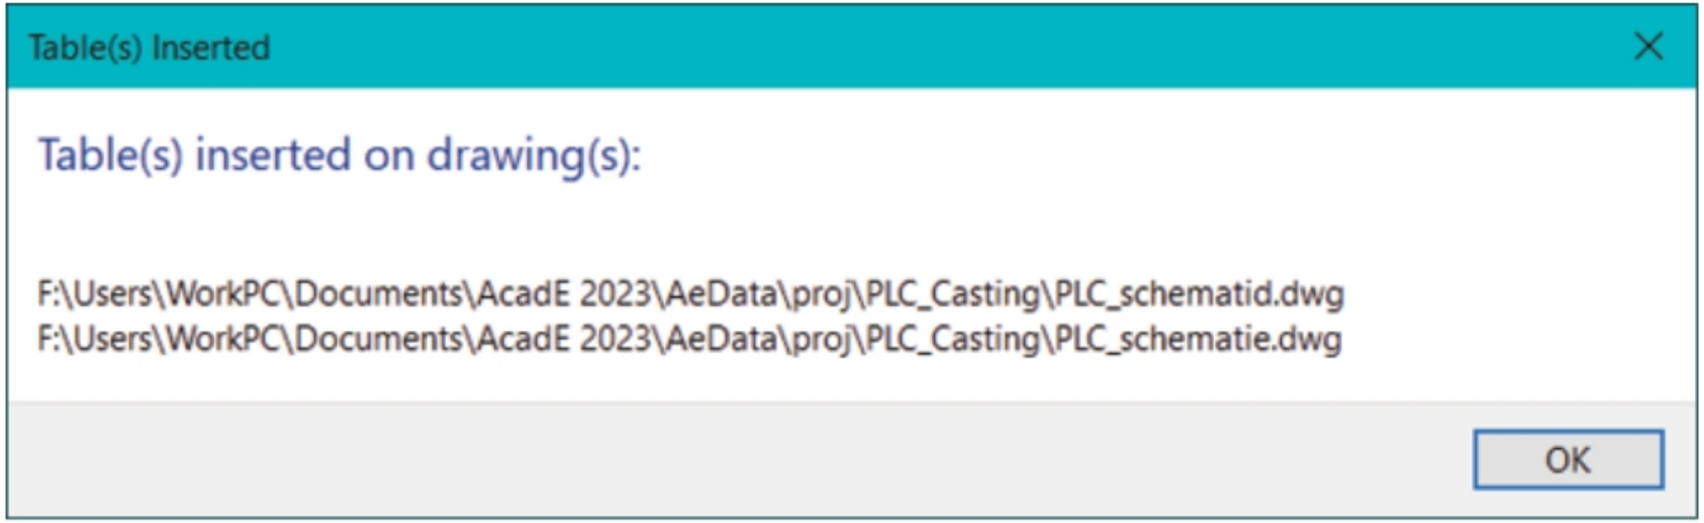

Figure-42. Tables Inserted dialog box
- Click on the **OK** button from the **Terminal Strip Table Generator** dialog box. The **Table(s) Inserted** dialog box will be displayed; refer to Figure-42.